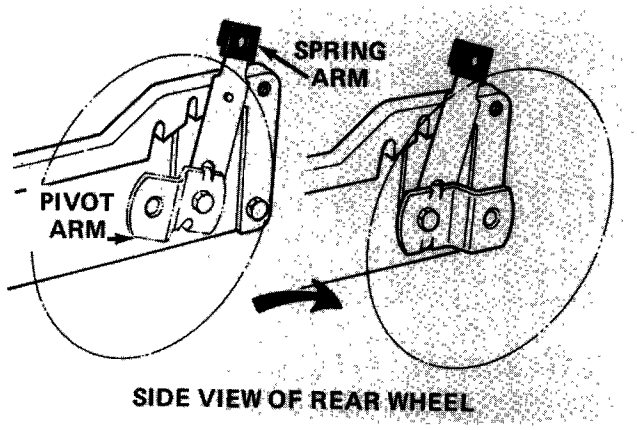

Figure 20
3. Pull the wheel with pivot arm out; then move wheel to the rear while maintaining position of spring arm (Fig. 20).